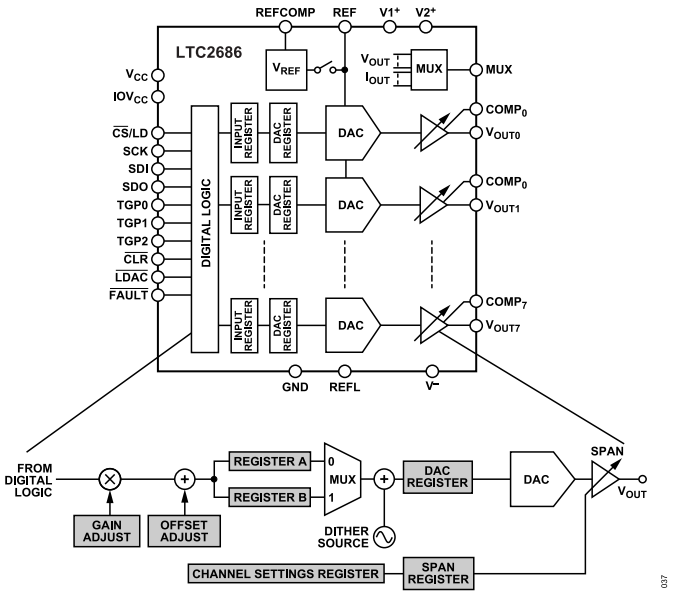

Figure 47. Block Diagram
- Input register: the write operation shifts data from the SDI pin into a chosen input register. The input registers are holding buffers. Write operations do not affect the DAC outputs directly. In the code datapath there are two input registers, A and B, for each DAC register. Input Register B is an alternate input register used only in toggle and dither operation, whereas Input Register A is the default input register (see Figure 47).
- DAC register: the update operation copies the contents of an input register to its associated DAC register. The content of a DAC register directly controls the DAC output voltage or range. The update operation also powers up the selected DAC if it was in power-down mode. The data path and registers are shown in Figure 47. Updates always refresh both code and span data, but the values held in the DAC registers remain unchanged unless the associated input register values have been changed via a write operation. For example, writing a new code and updating the channel updates the code, but the span is unchanged. A channel update can come from a serial update command, an $\overline{LDAC}$ negative pulse, or a toggle operation.